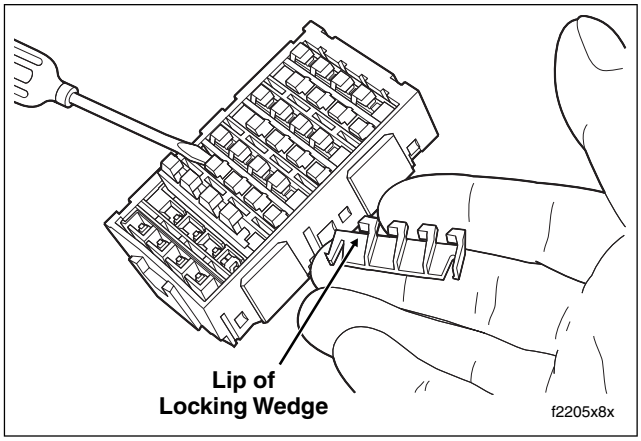

Figure B-21. Remove Secondary Locks From Fuse Block
For best results, start with locking wedge on outboard side of secondary lock. See Figure B-21.
a. With the locking wedges positioned above the tangs in each chamber, slide flat side of secondary lock into slot (between rows), and push down until it bottoms. See Figure B-21.